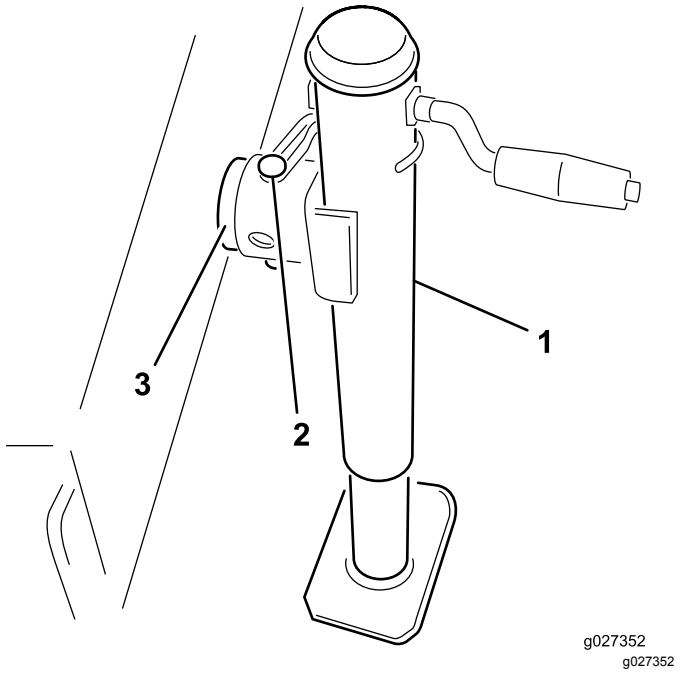

Figur 5
2. För in domkraften i ramtappen och fäst den med sprinten (Figur 5).